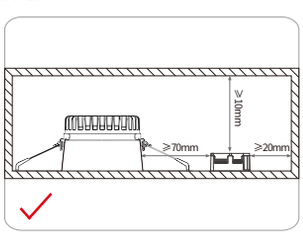

Figure 2
2.The driver keeps a certain distance from surrounding objects, as shown in Figure 2.